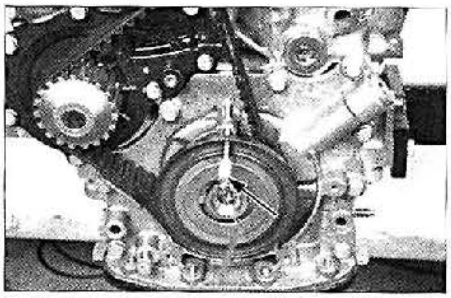

FIG. 10
- Calar la rueda dentada de cigüeñal con un pasador de 5 mm de diámetro y 55 mm de largo o del útil PSA 0194-A **(fig. 10)**.
• Colocar el pasador de cigüeñal **(fig. 10)**.